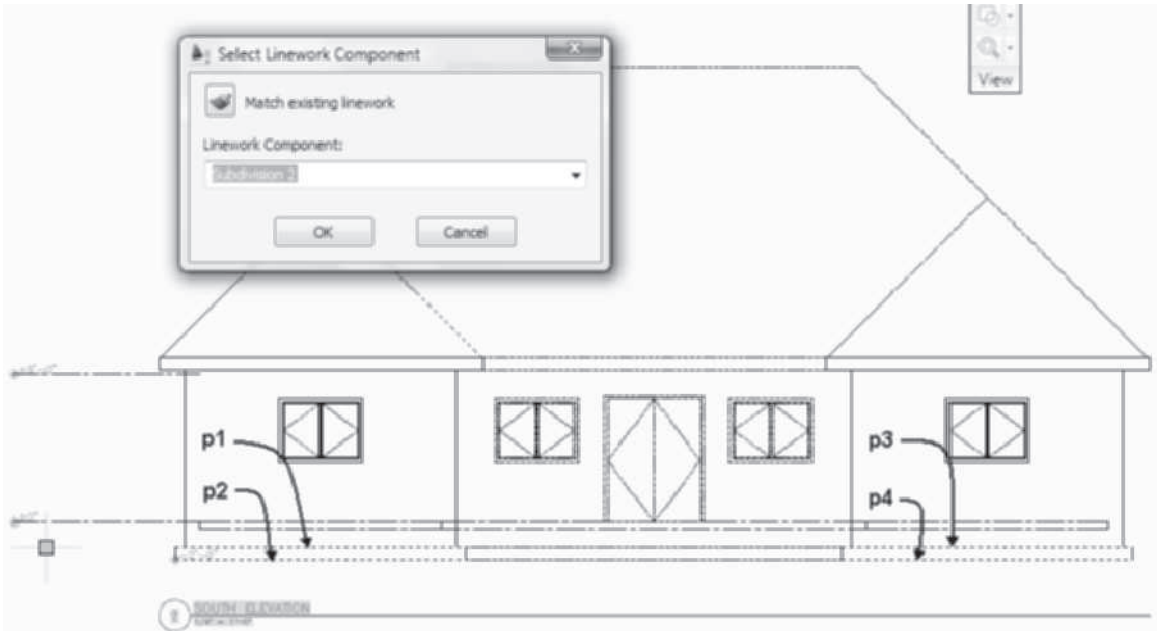

FIGURE 12.74 *Footing lines selected for edit*
27. Select the elevation and choose **Edit** from the **Linework panel**. The surface hatch is turned off during the edit and the Edit In-Place: Linework tab is displayed. Select the footing lines shown at **p1**, **p2**, **p3**, and **p4** in Figure 12.74 and choose **Modify Component**. Select **Subdivision 2** from the list of display components. Click **OK** to dismiss the **Select Linework Component** dialog box. Select Finish from the **Edits** panel to save your changes.